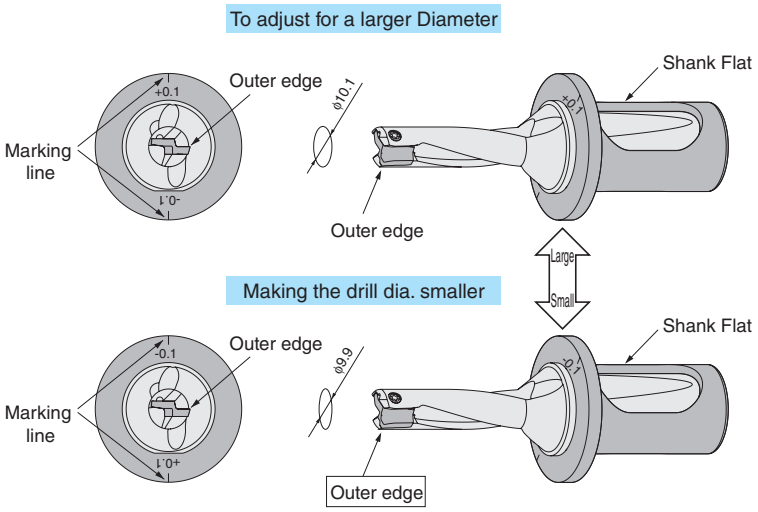

Fig.1 Diameter Adjustment Method (e.g.) ϕ10 Drill
(1) Set the outer edge horizontally with 90° to making line on the sleeve. (Fig.1)
(2) To adjust to larger diameter, align the +0.1 mark on the sleeve with the flat on the drill shank.
To adjust to smaller diameter, align the -0.1 mark on the sleeve with the flat on the drill shank. (Fig.1)